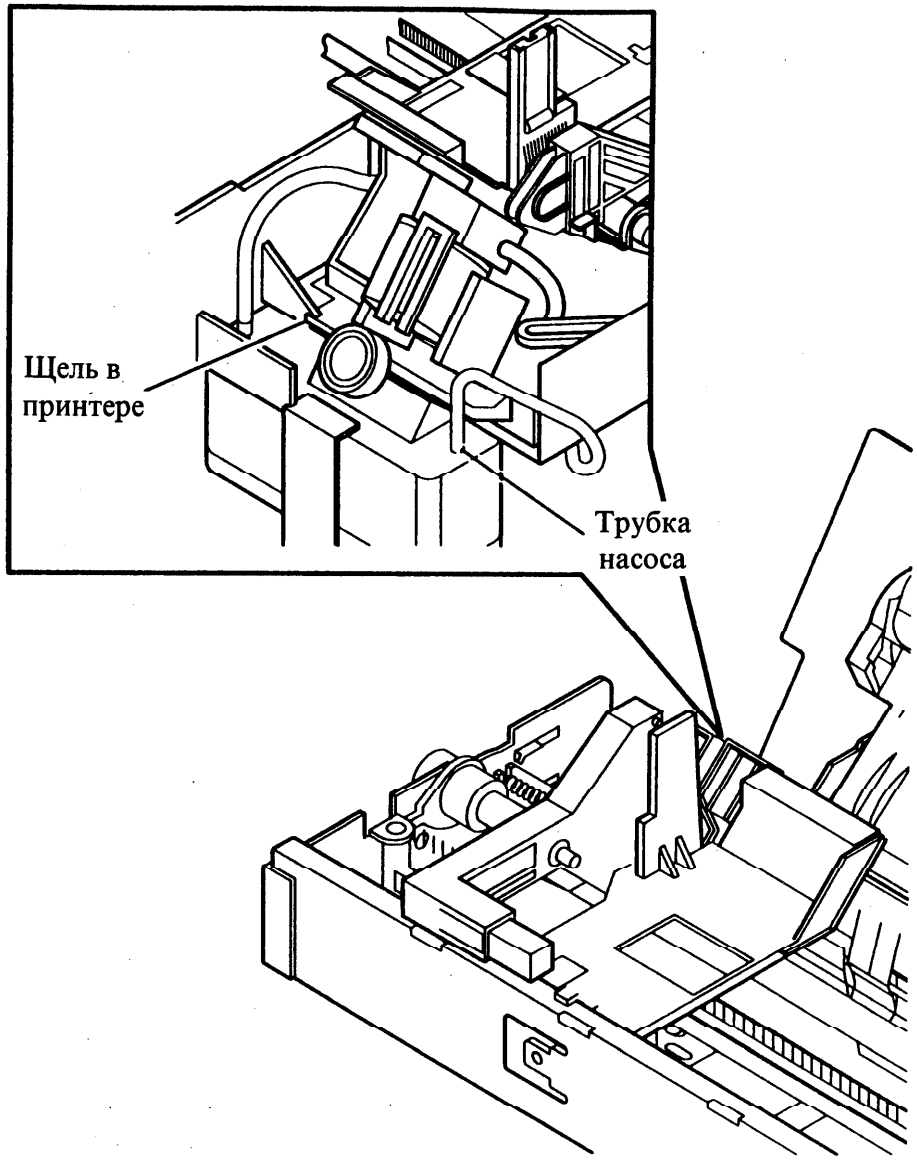

Рисунок 4 Щель зацепления в узле принтера
1. Убедитесь, что узел каретки входит в щель в принтере, которая расположена над резервуаром (рис. 4).